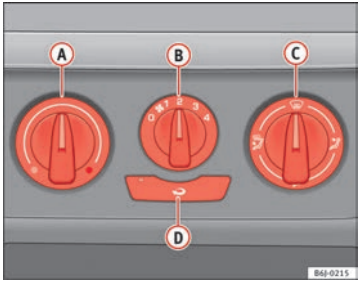

Fig. 102 Heating controls on the dash panel
– Using the controls (A) and (C) and with the switch (B) ⇒ Fig. 102 you can adjust the temperature, the air distribution and the blower speed.
– Press the button (D) to switch air recirculation mode on or off. When the function is activated, a warning light on the button is turned on.